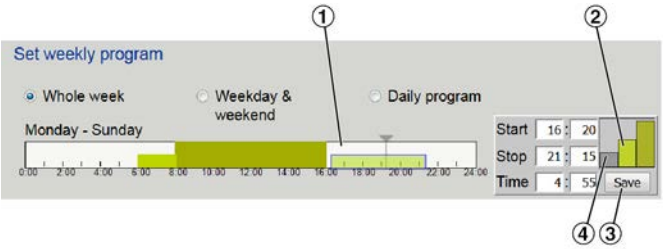

Fig. 44: Horaires de fonctionnement
3. ▸ Pour définir un nouveau minuteur (période de temps), cliquer d'abord sur la zone blanche (Voir la Fig. 44/1) puis sélectionner la vitesse du ventilateur (vitesse basse ou élevée) (Voir la Fig. 44/2). Saisir les heures de début et d'arrêt à l'aide du clavier ou déplacer la barre avec la souris. Puis enregistrer les paramètres (Voir la Fig. 44/3).
Pour modifier un minuteur, marquer la période avec la souris et effectuer les modifications nécessaires. Puis enregistrer les paramètres (Voir la Fig. 44/2).
Pour supprimer un minuteur, marquer ce dernier avec la souris puis sélectionner *« Arrêt »* (barre grise – Voir la Fig. 44/4) ; cette opération permet d'effacer le minuteur.